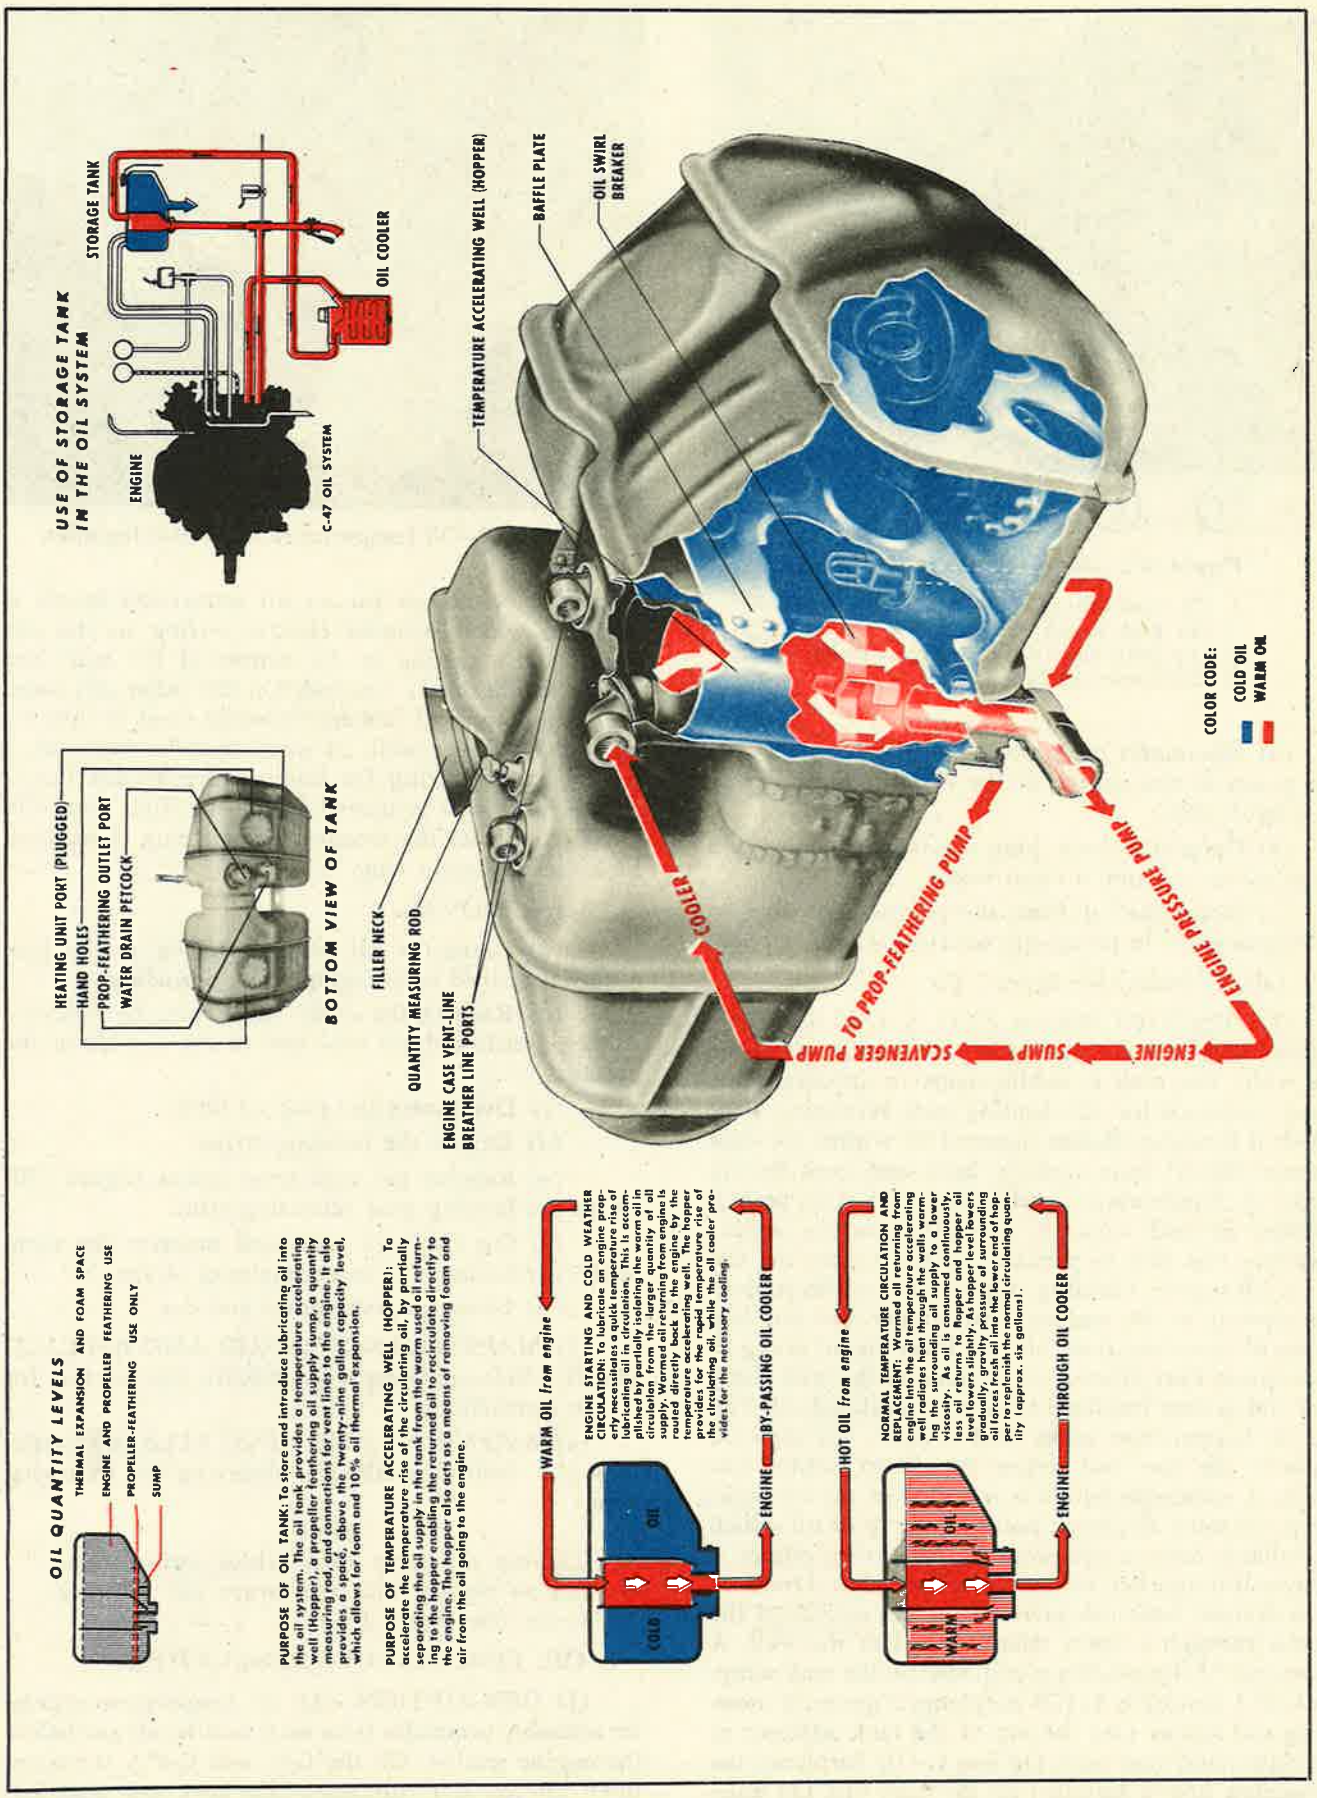

Figure 272—Oil Tank Diagram
(1) DESCRIPTION.—A 29 U. S. (24.1 Imperial) gallon metal tank is installed in each nacelle, aft of the fire wall. The tank is saddle shape in appearance to allow clearance for the landing gear retracting strut which it straddles. Baffles (figure 272) within the tank prevent the oil from sloshing back and forth during flight. A temperature accelerating well (hopper) is installed in each tank. Return oil from the engine goes into this well to partially isolate it from the rest of the oil supply, enabling this returned oil to recirculate directly to the engine. This hopper also acts as a means of removing foam and air from the oil going to the engine. Fuel diluted oil remains in the well (hopper) and is thus insulated from the undiluted oil. The use of hopper-type tanks will require less time to vaporize the fuel and return the oil to normal viscosity. A standpipe which is installed in the oil tanks sump, on some airplanes, holds a reserve of oil which is available only to the propeller feathering pump. A filler well is attached to the top of each tank. Overflow oil is drained from this filler well to the outside of the nacelle through a drain tube attached to the well. A drain cock (F, figure 266) is provided on the tank sump. On C-47A and early C-47B Airplanes a quantity measuring rod screws into the top of the tank adjacent to the right-hand vent port. On late C-47B Airplanes the Measuring Rod is installed on the filler cap. On some